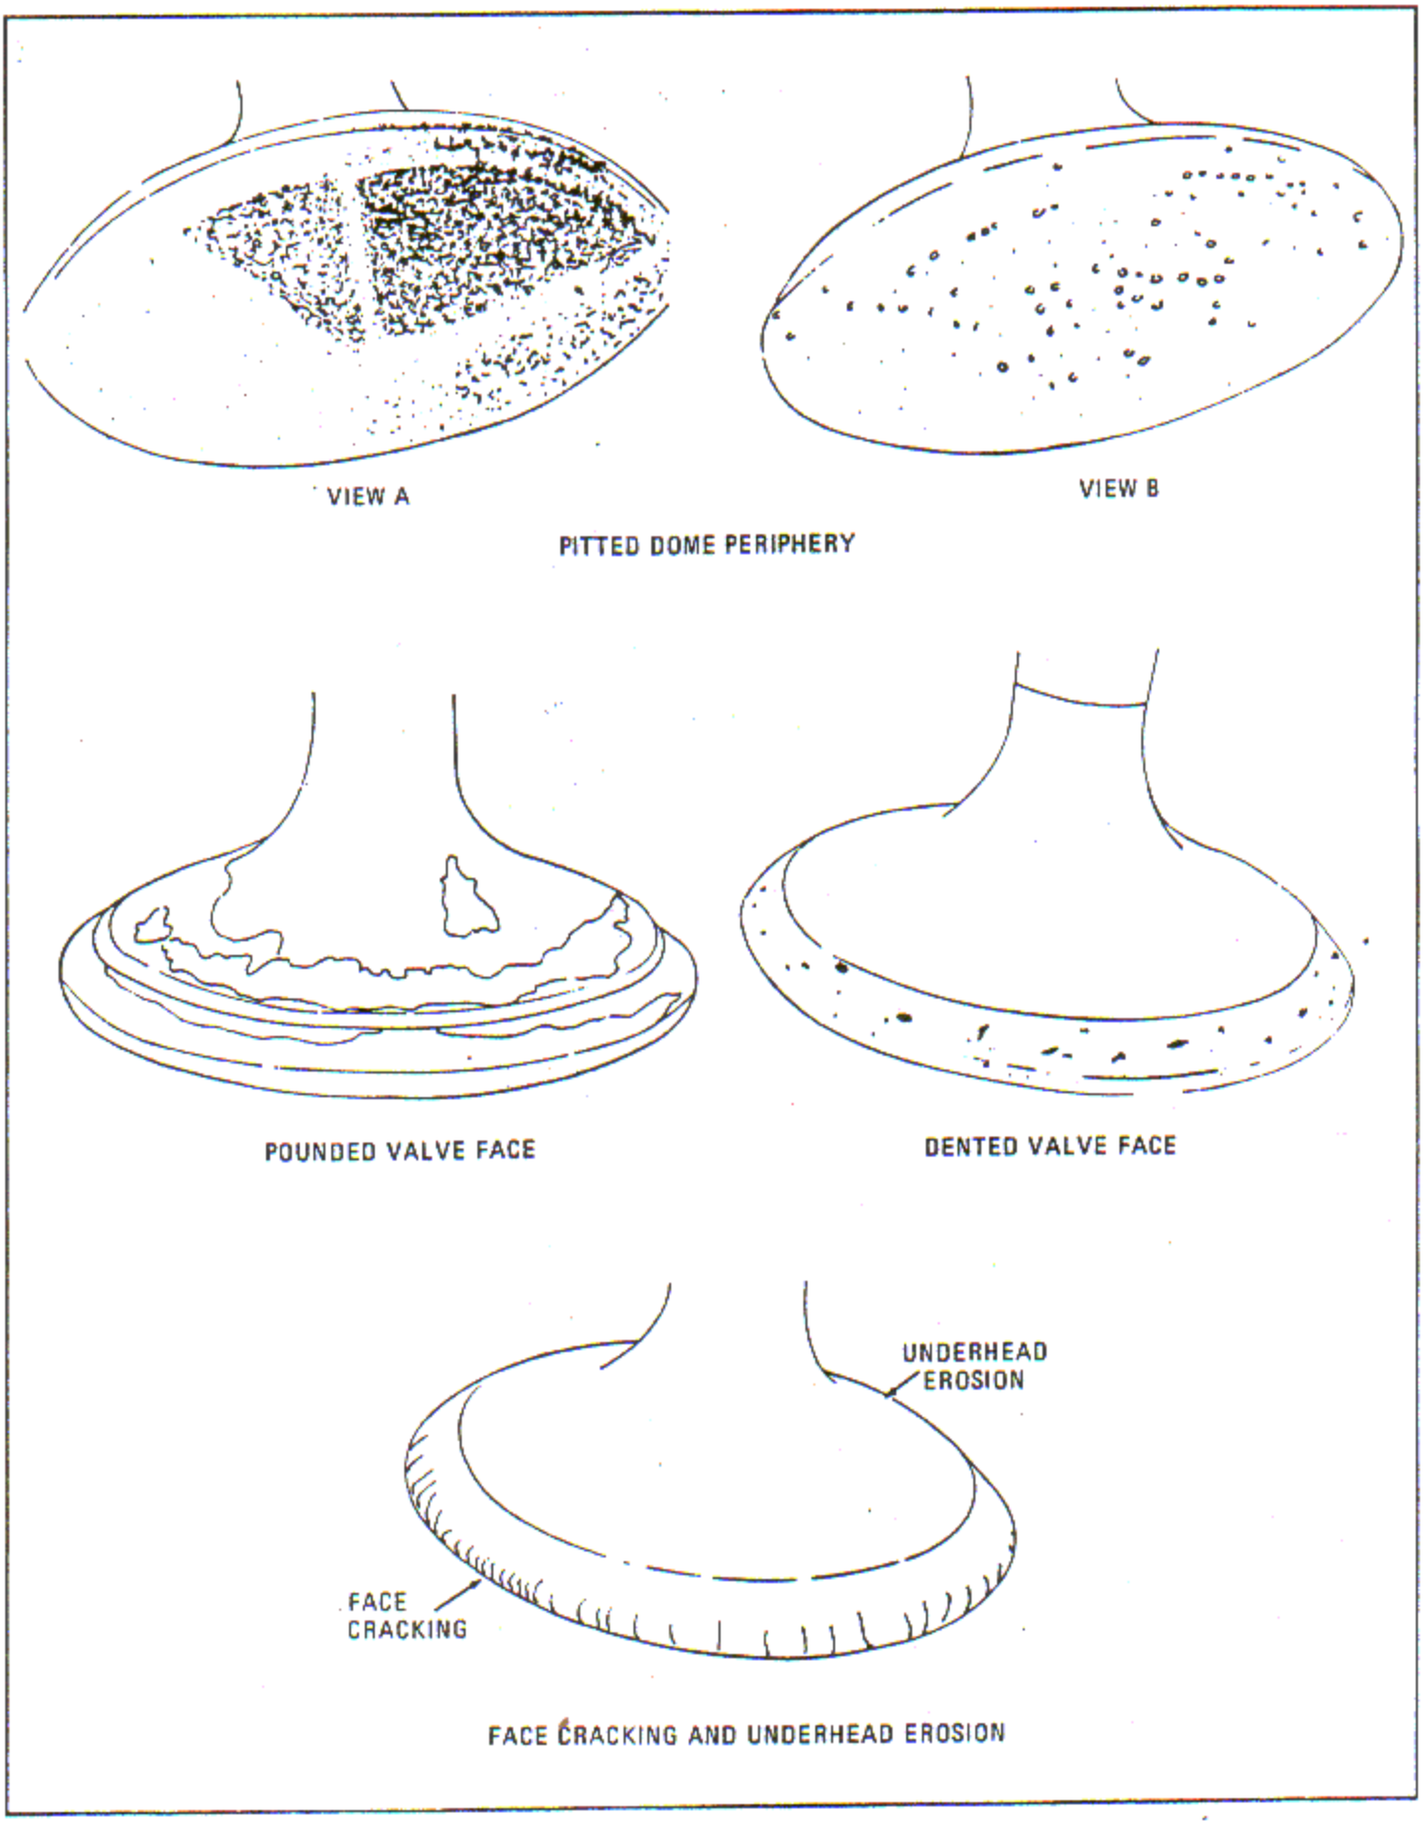

Figure 6-17. Inspection of Valve Face and Underhead
j. Dome periphery pitting, figure 6-17: Small indentures caused by erosion or corrosion. Unless the pitting is very severe, the condition shown in view A can be remedied by grinding down the dome periphery. Small pits that remain, after grinding, as shown in view B, are acceptable. The ground surface must be carefully blended into the valve dome and face.
k. Valve face pounding, figure 6-17: High velocity seating because of excessive valve lash causes metal displacement forming a lip around the face of the valve. Valves are acceptable if the condition can be removed by grinding.
l. Face denting, figure 6-17: Foreign particles between the valve face and the seat face during operation cause indentations in the surface without removal of metal. Accept valves with faces as shown if the condition can be removed by grinding.
m. Face cracking, figure 6-17: Radial cracking of exhaust valve face is caused by the face becoming overheated as a result of valve leakage. If the cracks are fine enough to be removed by grinding, the valve is acceptable.
n. Underhead erosion, figure 6-17: Note the evidence of underhead erosion at the edge of the face material. This condition is not detrimental unless the step at the line of demarkation between face and head material exceeds 0.020 inch. Reject valves with steps over 0.020 inch.